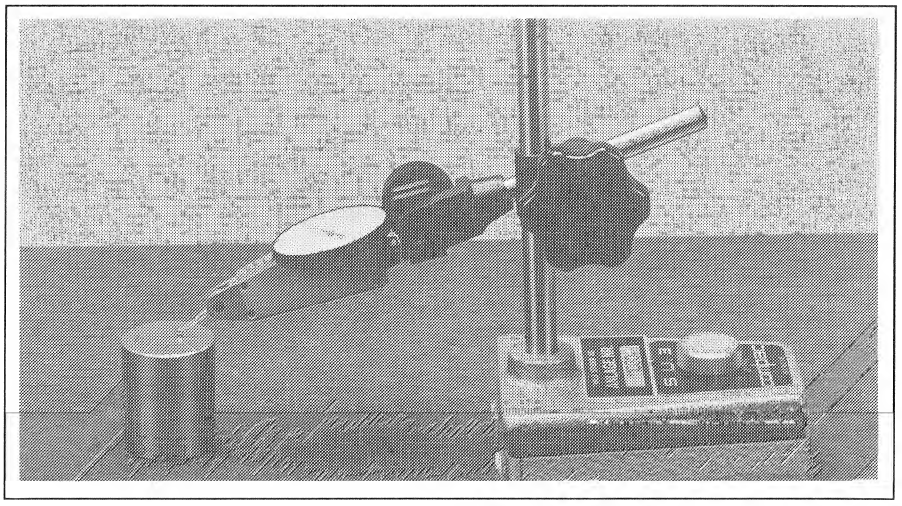

Fig. 3.4.41 Messtaster eichen.
- **Messtaster eichen**: Die Skala des Messgerätes auf einer Richtplatte anhand der Referenz-Unterlage (33,325mm) auf Null einstellen. (Fig. 3.4.41) (Referenz-Unterlage 256'734: Bestell-Nr. 10.010.001.44)